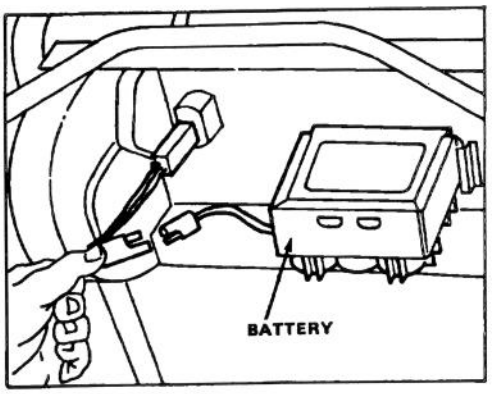

Figure 20
1. Stop engine and disconnect wire harness from battery terminal (Fig. 20).